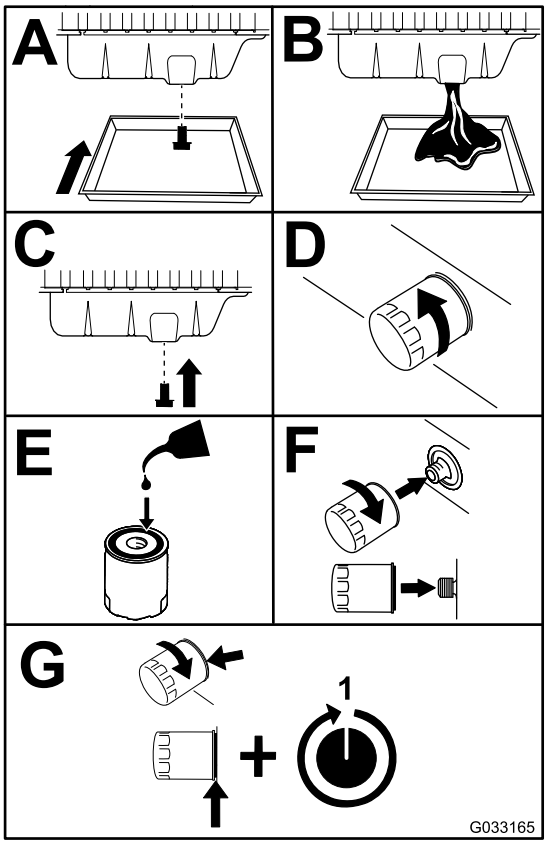

Figuur 49
3. Ververs de motorolie en vervang het filter (Figuur 49).